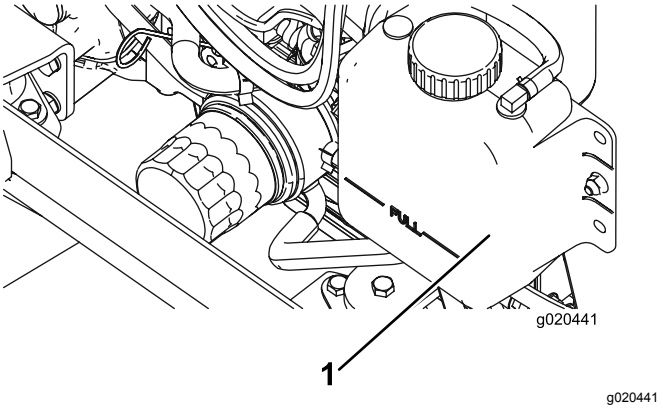

Figuur 89
1. Verwijder voorzichtig de doppen van de radiateur en de expansietank (Figuur 89).